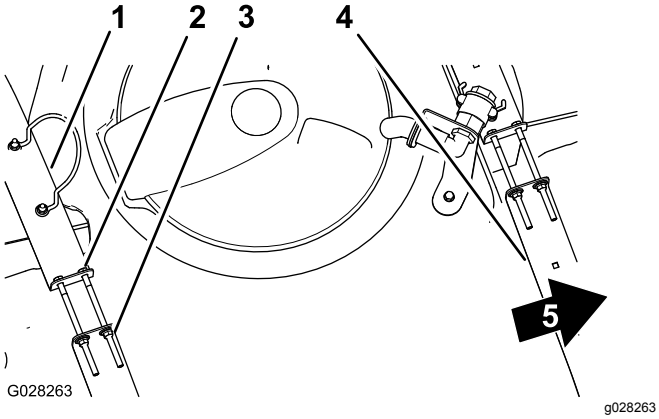

Figur 85
2. Kontrollera om det finns något spel mellan tankremmarna och tanken (Figur 85).
3. Om tankremmarna sitter löst mot tanken drar du åt flänslåsmuttrarna och skruvarna upptill på remmarna tills remmarna sitter tätt mot tanken (Figur 85).